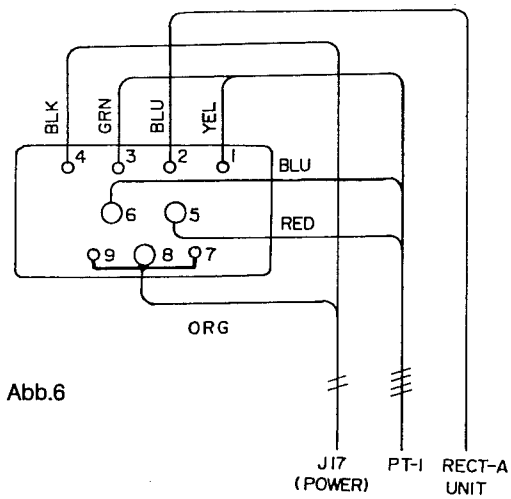

Abb.6
4. Die 7 Drähte lt. Abb. 6 an die Buchsenleiste anlöten.